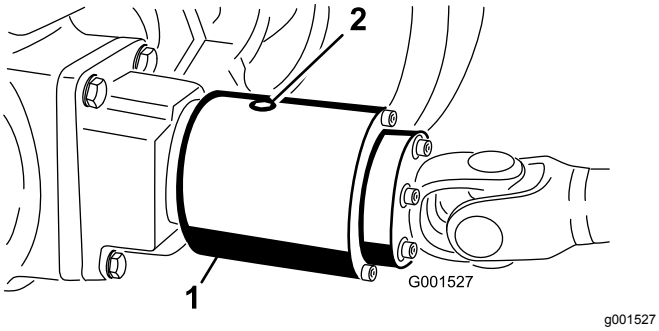

Figuur 64
3. Draai de koppeling zodanig dat de controleplug naar beneden wijst (Figuur 64).